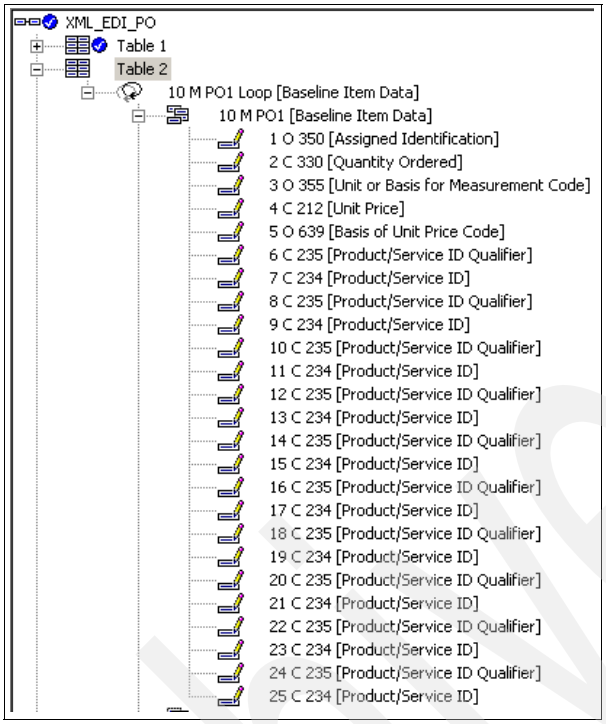

Figure 18-13 PO1 segment
2. Next expand the PO1 Loop at position 10 and finally expand the PO1 segment itself (Figure 18-13 on page 598).